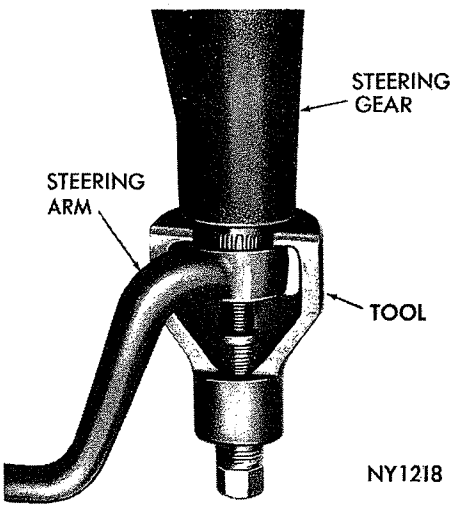

*Fig. 4—Removing Steering Gear Arm*
(1) Remove steering arm nut.
(2) Disconnect steering gear arm from sector shaft with Tool C-3646 (Fig. 4).
(1) Disconnect battery ground cable.
(2) Disconnect pressure and return hoses at steering gear. Fasten ends of the hoses above oil level in pump reservoir.
(3) Remove rubber coupling heat shield.
(4) Remove the two nuts and bolts retaining rubber coupling to flange of intermediate shaft.
(5) Remove roll pin attaching rubber coupling upper flange to steering column shaft.
(6) Tap rubber coupling upward as far as it will go onto steering column shaft splines.
(7) Remove roll pin attaching pot coupling to power steering worm shaft.
(8) Move intermediate shaft until upper flange clears rubber coupling and withdraw from worm shaft splines.
(9) Remove steering gear arm using Tool C-3646 (Fig. 4).
(10) Remove the three bolts that mount steering gear to crossmember and remove gear from under vehicle.